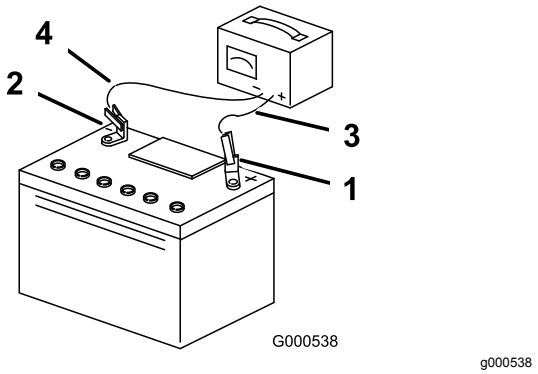

Figur 57
3. Når batteriet er helt oppladet, kobler du laderen fra strømuttaket, og deretter laderledningene fra batteripolene (Figur 57).